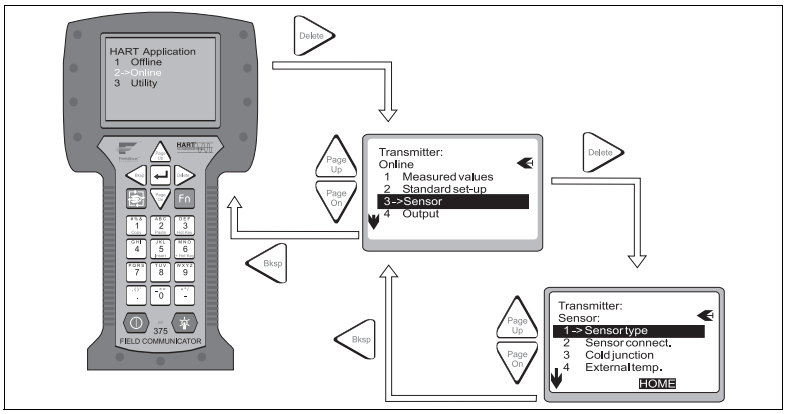

Fig. 11: Configuration at the handheld module, using 'Sensor input' as an example'
– Measuring device is already connected. The 1st menu level of the device function matrix appears directly (see Fig. 11). All the functions accessible under HART® are systematically arranged in this matrix.